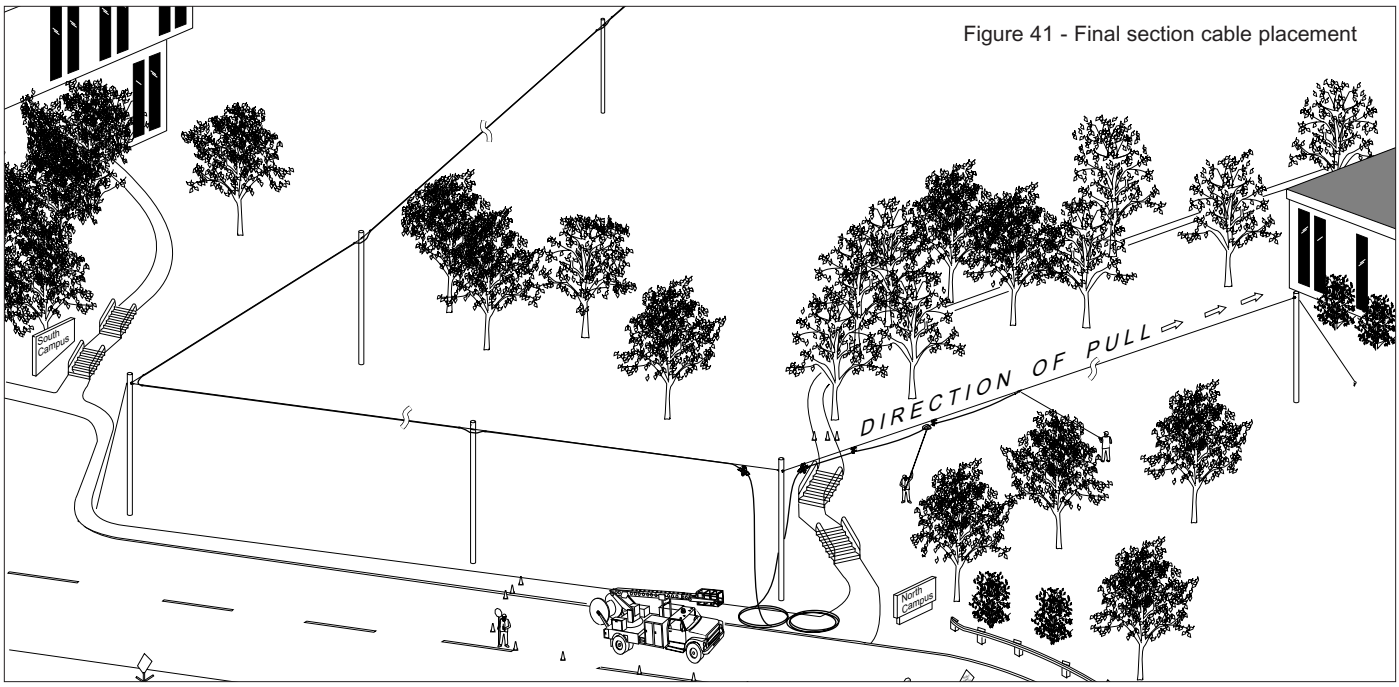

Figure 41 - Final section cable placement
8.4 If the destination of the route is also inaccessible to vehicles, unreel and figure-eight the cable to gain access to the other end of the cable. Pull the cable into place beneath the strand with a stationary reel method (Figure 41).